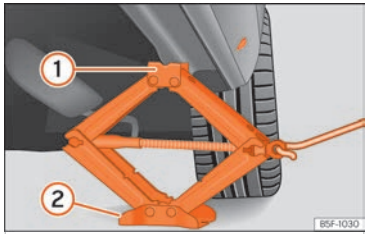

Fig. 227 Crossbar: mounting the jack on the vehicle.
- Turn the jack crank handle, located below the crossbar support point, to raise it until the tab ① ››› Fig. 227 is below the housing that is provided.
- Align the jack so that the tab ① "grips" onto the housing provided on the cross member and the mobile base ② is resting on the ground. The base plate ② should fall vertically with respect to the support point ①.